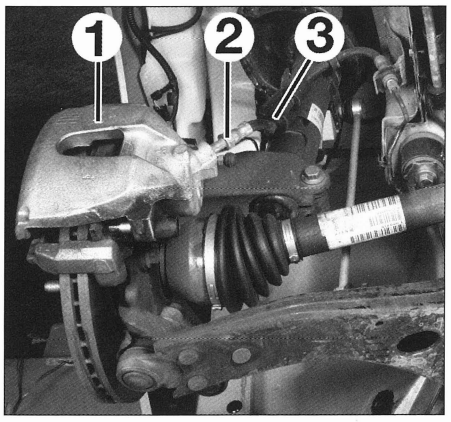

FIG. 11
• Separar el tubo (2) de freno del elemento de suspensión en (3) **(fig. 11)**.
• Desconectar el tubo (2) de freno de la pinza (1).